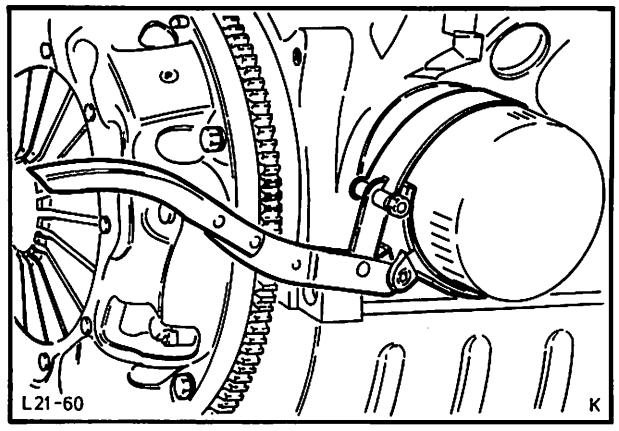

Abb. 138 Ölfilter mit Spannband abschrauben
2. Motoröl ablassen und Ölmeßstab entfernen. Ölfilter mit handelsüblichem Spannband abschrauben, Abb. 138.